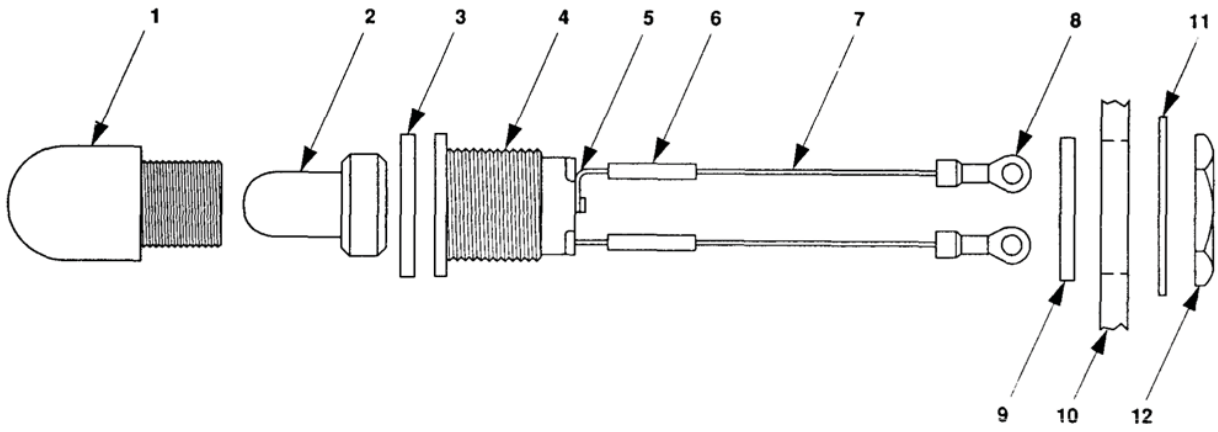

Figure 1. Indicator Light Assembly.
1. Measure for continuity between terminals (Figure 1, Item 5). If continuity exists, replace lamp housing (4).
2. Measure for continuity of indicator light assembly leads (7) between terminals (5 and 8) in accordance with Table 1.